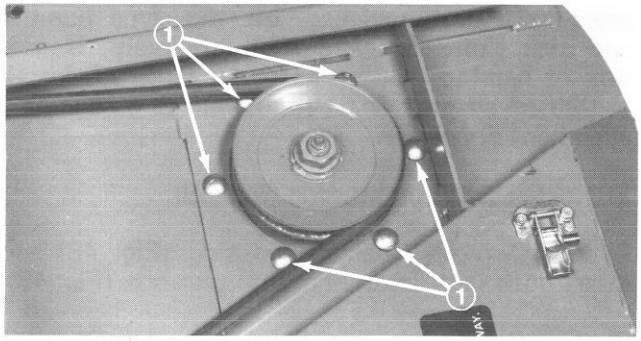

Figure 52
5. Remove six carriage bolts and flange nuts holding spindle housing assembly against cutting unit (Fig. 52). Slide spindle housing assembly out bottom of cutting unit.
9. Slide pulley end of spindle assembly through hole in cutting unit. Mount spindle assembly in place with six carriage bolts and flange nuts (Fig. 52).